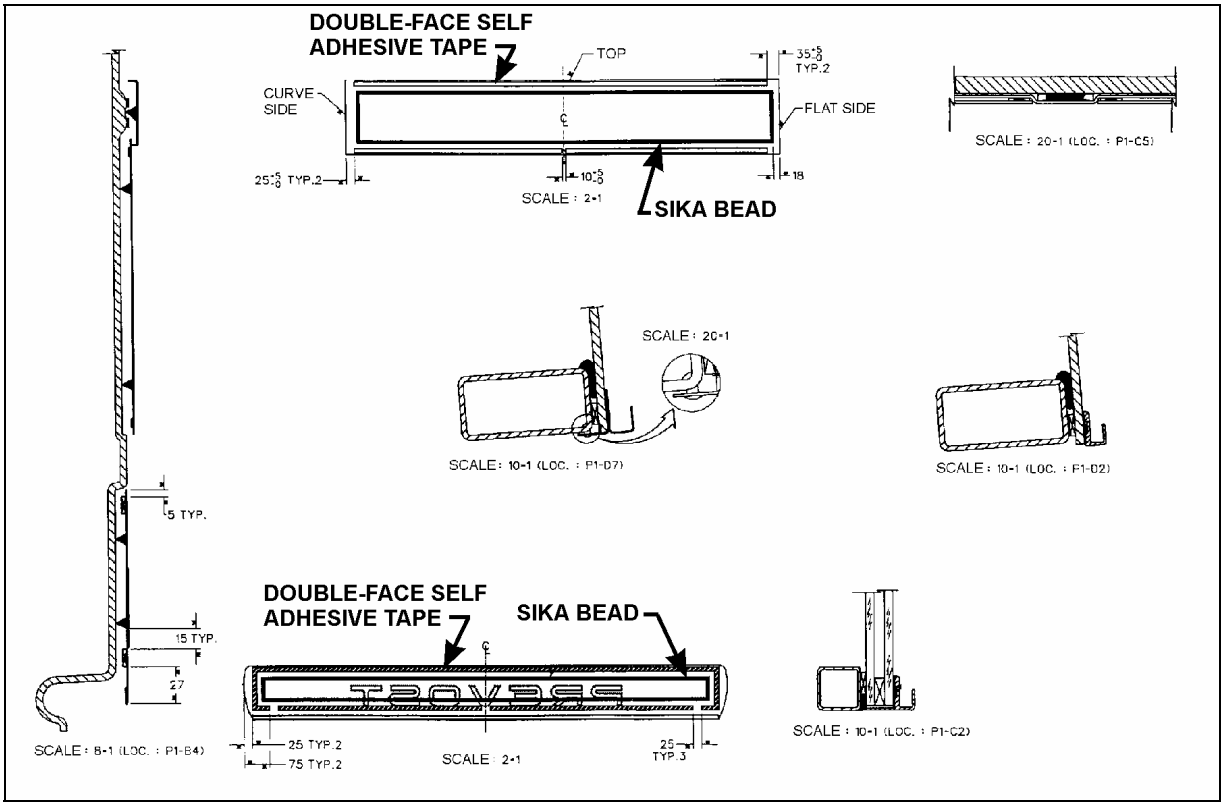

FIGURE 11: FRONT FACE BODY PANELS INSTALLATION
- Insert from underneath a knife with a thin sharp blade (Olfa type), cut lower Sika bead (refer to figures 11 and 12).
Refer to figure 11 for more information on procedure.
Note: *Discard waste according to applicable environmental regulations, use dangerous waste containers. For more information on the application of double-face self adhesive tape near the top edge, refer to figure 11.*
- Sika bead is represented as checked lines, refer to figure 11 for more information.
- Refer to figure 11 for more information on procedure.
- Draw a line 5 mm from the top edge, using a felt-tip pen (refer to figure 11).